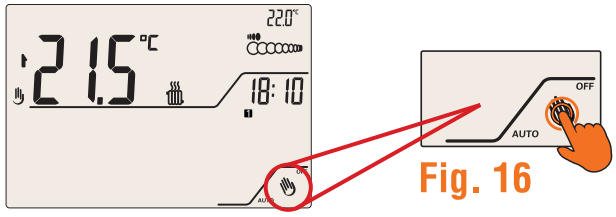
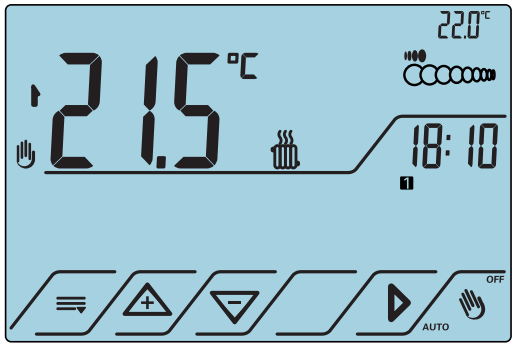

Fig. 16
Fig. 17
1. Attivare il cronotermostato premendo il tasto AUTO OFF (Fig.16). Il display si illuminerà, mostrando le icone dei comandi touch (Fig.17).